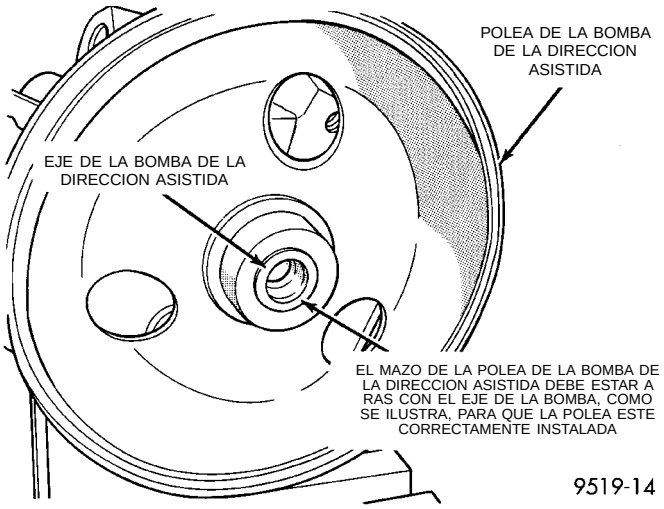

Fig. 42 Polea de la bomba de la dirección asistida correctamente instalada
(3) Asegúrese de que la polea y la Herramienta especial permanezcan alineadas con el eje de la bomba. Empuje la polea en el eje de la bomba de la dirección asistida hasta que esté a ras con el extremo del eje (Fig. 42). **Cuando la polea esté al ras con el eje de la bomba de la dirección asistida, no se podrá seguir girando la Herramienta.**
(4) Retire el Instalador, Herramienta especial C-4063 de la bomba de la dirección asistida.